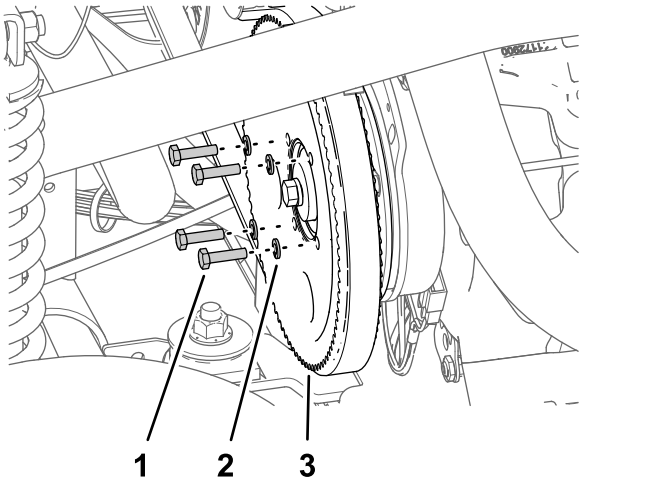

Figur 179
3. Afmonter de 4 bolte (1/4 x 1 tomme) og 4 låseskiver (1/4 tomme), der fastgør remskiven til sprøjtepumpen (Figur 179).